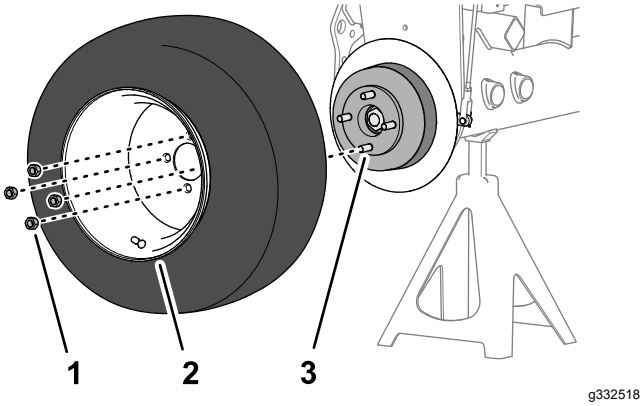

Figur 60
1. Fjern de 4 hjullåsemøtrikker, der fastgør det forreste hjul til navet, og afmonter hjulet (Figur 60).